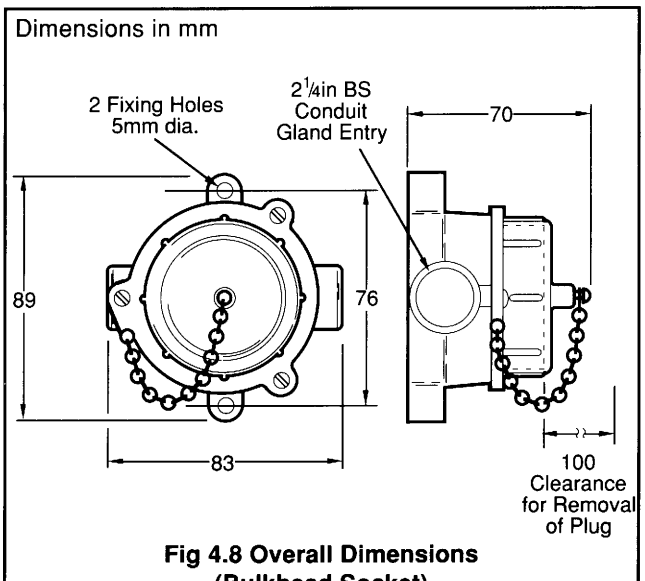

Fig 4.8 Overall Dimensions (Bulkhead Socket)
Slide the plastic-coated wire mounting bracket and retaining 'O' rings to the desired position on the stem of the cell, so that the lower end of the cell is always immersed in the sample fluid. Form the bracket so that it hooks securely over the edge of the tank and ensure that the electrode bore will remain fully immersed at minimum fluid levels. Mount the bulkhead socket at a convenient location close to the cell (Fig. 4.8).
4.5.3 Screw-in Cells (Models 2077 and 2078) – Figs.4.8,4.10 and 4.11
For stainless steel cells (Model 2078), mount the bulkhead socket at a convenient location close to the cell (Fig. 4.8, previous page).
4.5.4 Withdrawable Cell and Valve Assembly (Models 2085 and 2089) – Figs. 4.8 and 4.12
Close the valve by turning the valve adjusting sleeve fully anti-clockwise. Apply a pipe-sealing compound to the 1½in. thread and screw the assembly directly into the pipeline or ready-mounted female bush. Mount the bulkhead socket at a convenient location close to the cell (Fig. 4.8, previous page).